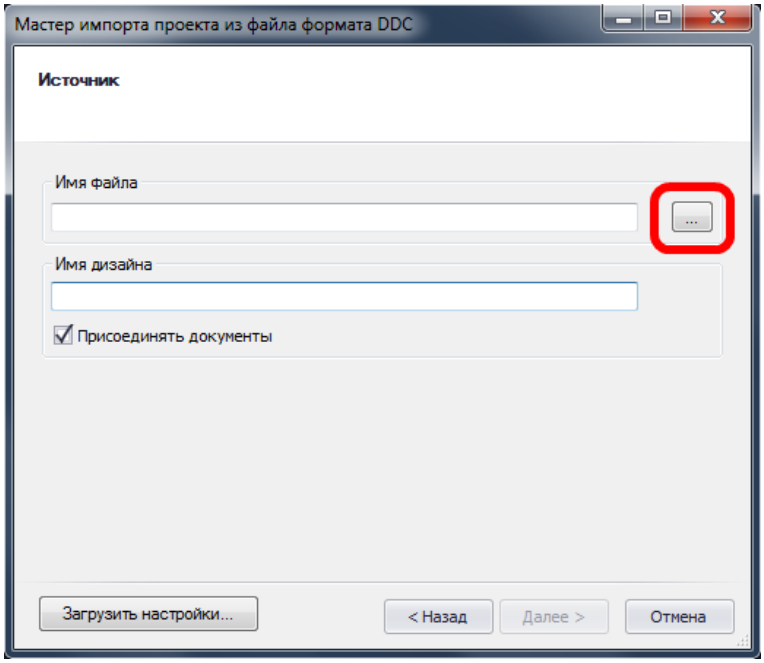

Рис. 348. Окно «Источник импорта»
2. Нажмите кнопку  - «Выбор» (отмечена на Рис. 348) для выбора файла импортируемого проекта.